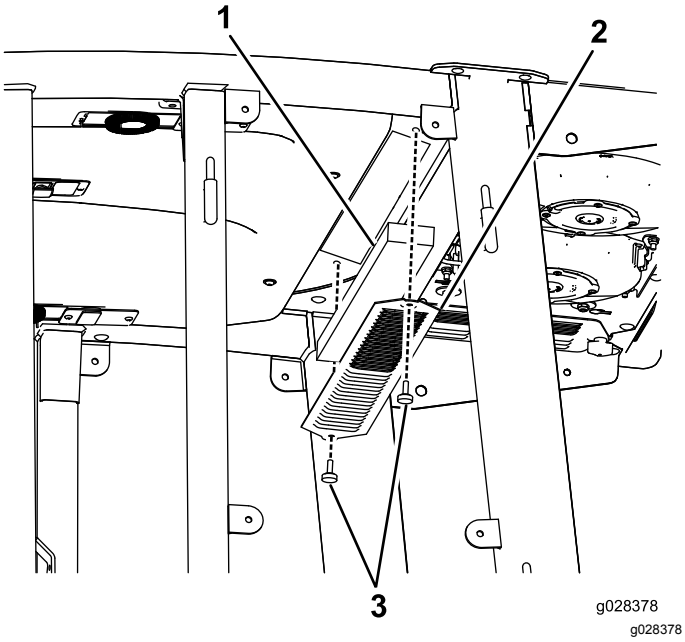

**Figuur 112**
1. Verwijder de schroeven en de roosters van boven de luchtfilters in en achter de cabine (Figuur 112).